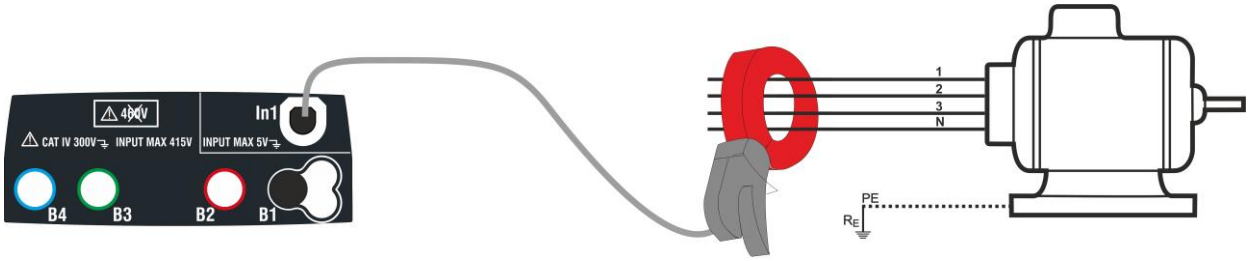
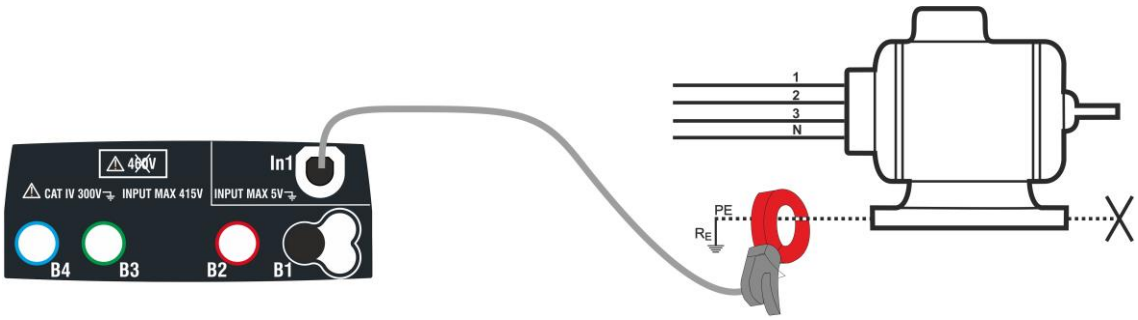

Fig. 26: Misurazione indiretta della corrente di dispersione in impianti trifase
Fig. 27: Misurazione diretta della corrente di dispersione in impianti trifase
4. Per misure indirette della corrente di dispersione collegare la pinza esterna in accordo alla Fig. 26 . Per misure dirette della corrente di dispersione collegare la pinza in accordo alla Fig. 27 e scollegare le eventuali connessioni aggiuntive di terra che potrebbero influenzare i risultati della prova